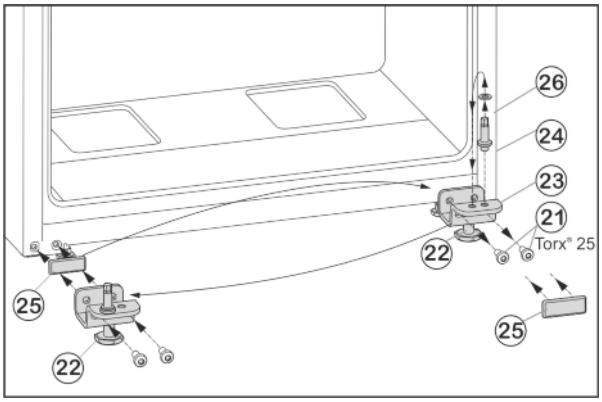

Fig. 7
▶ Unscrew fastening screws *Fig. 7 (21)* .
▶ Remove the lower bearing block *Fig. 7 (23)*, complete with bearing bolt *Fig. 7 (24)*, washer *Fig. 7 (26)* and adjustable foot *Fig. 7 (22)*.
▶ Unscrew the bearing bolt *Fig. 7 (24)*, complete with washer *Fig. 7 (26)*, re-locate it into the mounting hole on the opposite side of the bearing block and tighten again.
▶ Carefully remove the cover plate *Fig. 7 (25)* and re-locate it to the other side.
▶ Fasten the lower bearing block *Fig. 7 (23)*, complete with bearing bolt *Fig. 7 (24)*, washer *Fig. 7 (26)* and adjustable foot *Fig. 7 (22)* to the new hinge side, with the help of a cordless screwdriver if necessary, and **tighten (with 4 Nm)** once again.
▶ Lower the bottom door onto the bearing bolt *Fig. 7 (24)*.
- ▶ Unscrew the adjustable foot *Fig. 7 (22)* on the lower bearing block *Fig. 7 (23)* until it reaches the floor.